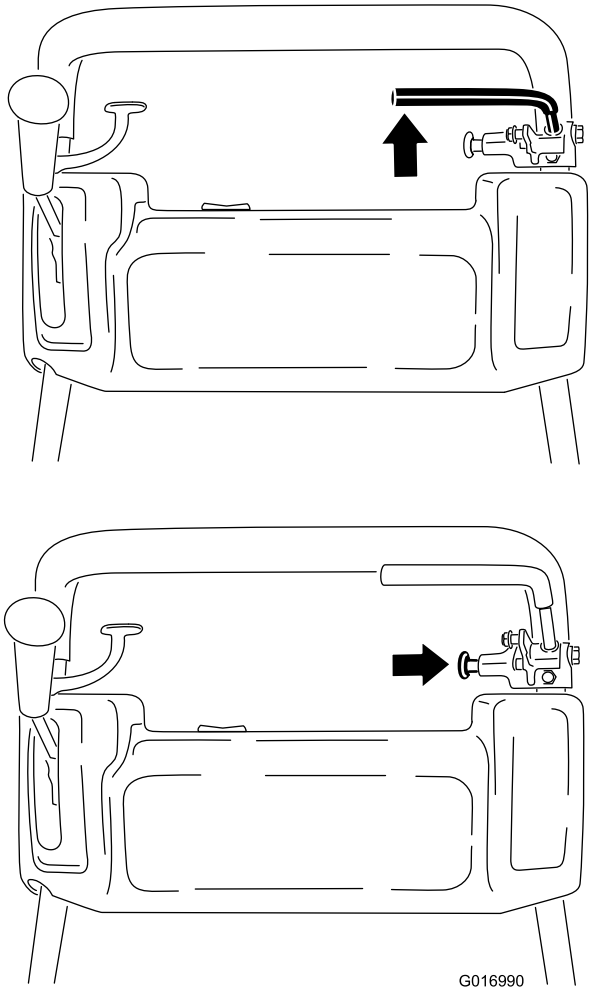

Figur 31
1. Koble bremsen helt inn, trykk på parkeringsbremsknappen og la bremsen hvile på parkeringsbremsepinnen (Figur 31).